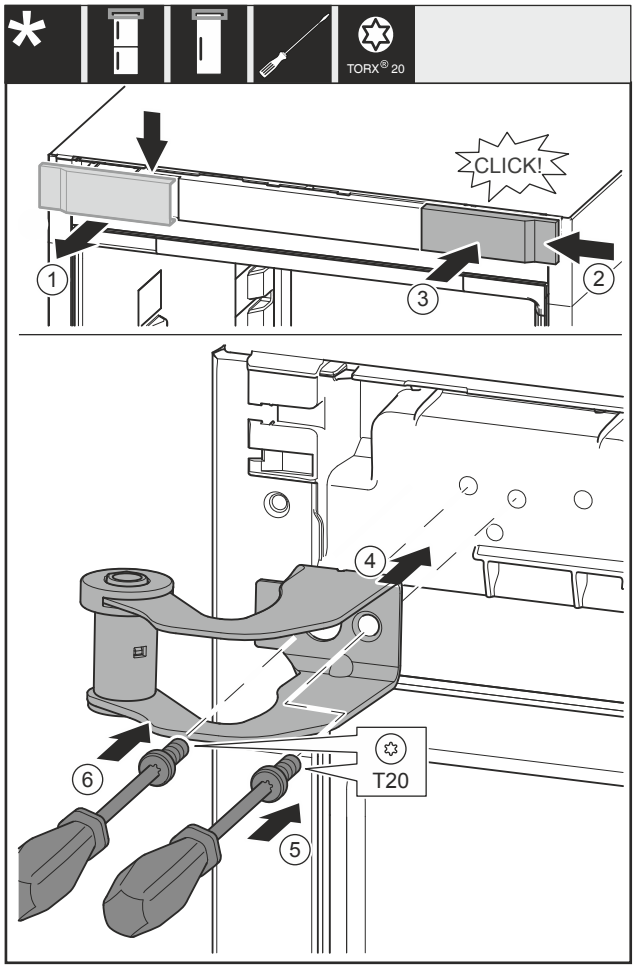

Fig. 36
- ▶ Remove the cover *Fig. 36 (1)* from above towards the front.
- ▶ Turn the cover *Fig. 36 (2)* by 180° and attach to the other side from the right.
- ▶ Engage the cover *Fig. 36 (3)*.
- ▶ Place the top swap bearing block *Fig. 36 (4)*.
- ▶ Screw the screw *Fig. 36 (5)* tight.
- ▶ Screw the screw *Fig. 36 (6)* tight.